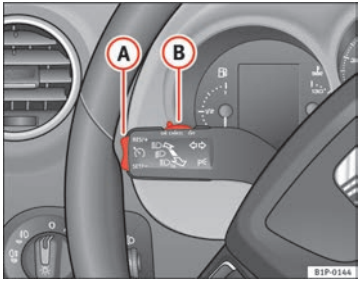

Fig. 134 Turn signal and main beam headlight lever: switch and rocker switch for the cruise control
- when the lever (B) is moved to the position “CANCEL” without reaching the “OFF” position. Once the “CANCEL” operation is completed, the lever is released and returns to its initial position.
To resume the cruise control, release the brake or clutch pedal or reduce the vehicle speed to less than 180 km/h and press once on the upper part of the rocker switch **RES/+** ⇒ fig. 134 (A).